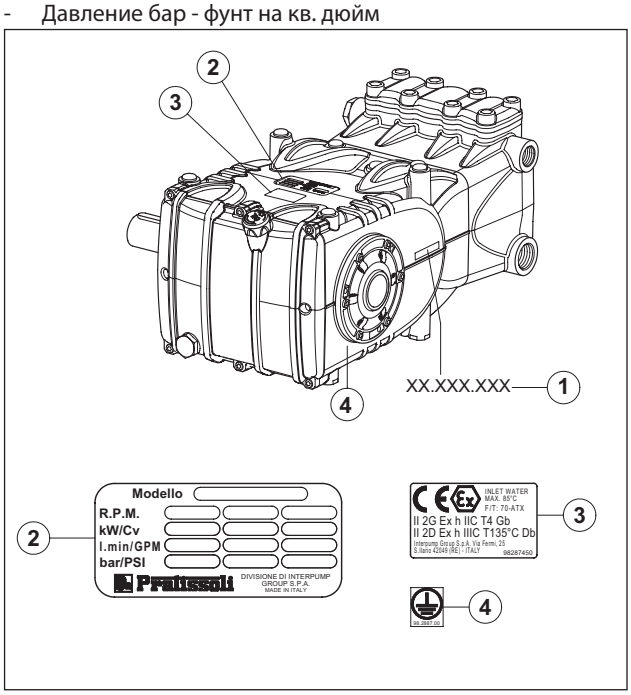

Рис. 1
Каждый насос имеет свой заводской номер XX.XXX.XXX, см. поз. ①, и идентификационную табличку, см. поз. ② на Рис. 1, на которой приводятся следующие данные: